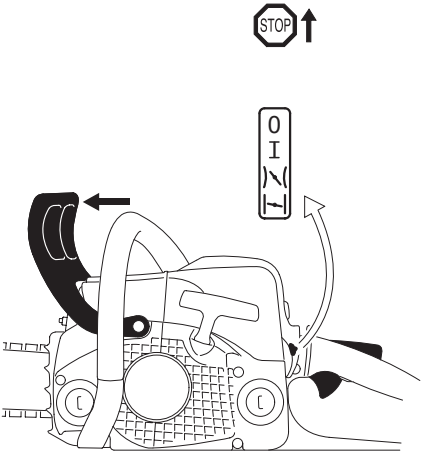

Рис.12. Положение комбинированного рычага при запуске
5. Рычаг блокировки рычага газа 18 (Рис. 1) и рычаг газа нажать одновременно и, удерживая оба рычага нажатыми, переместить комбинированный рычаг в положение закрытой воздушной заслонки (Рис. 12).